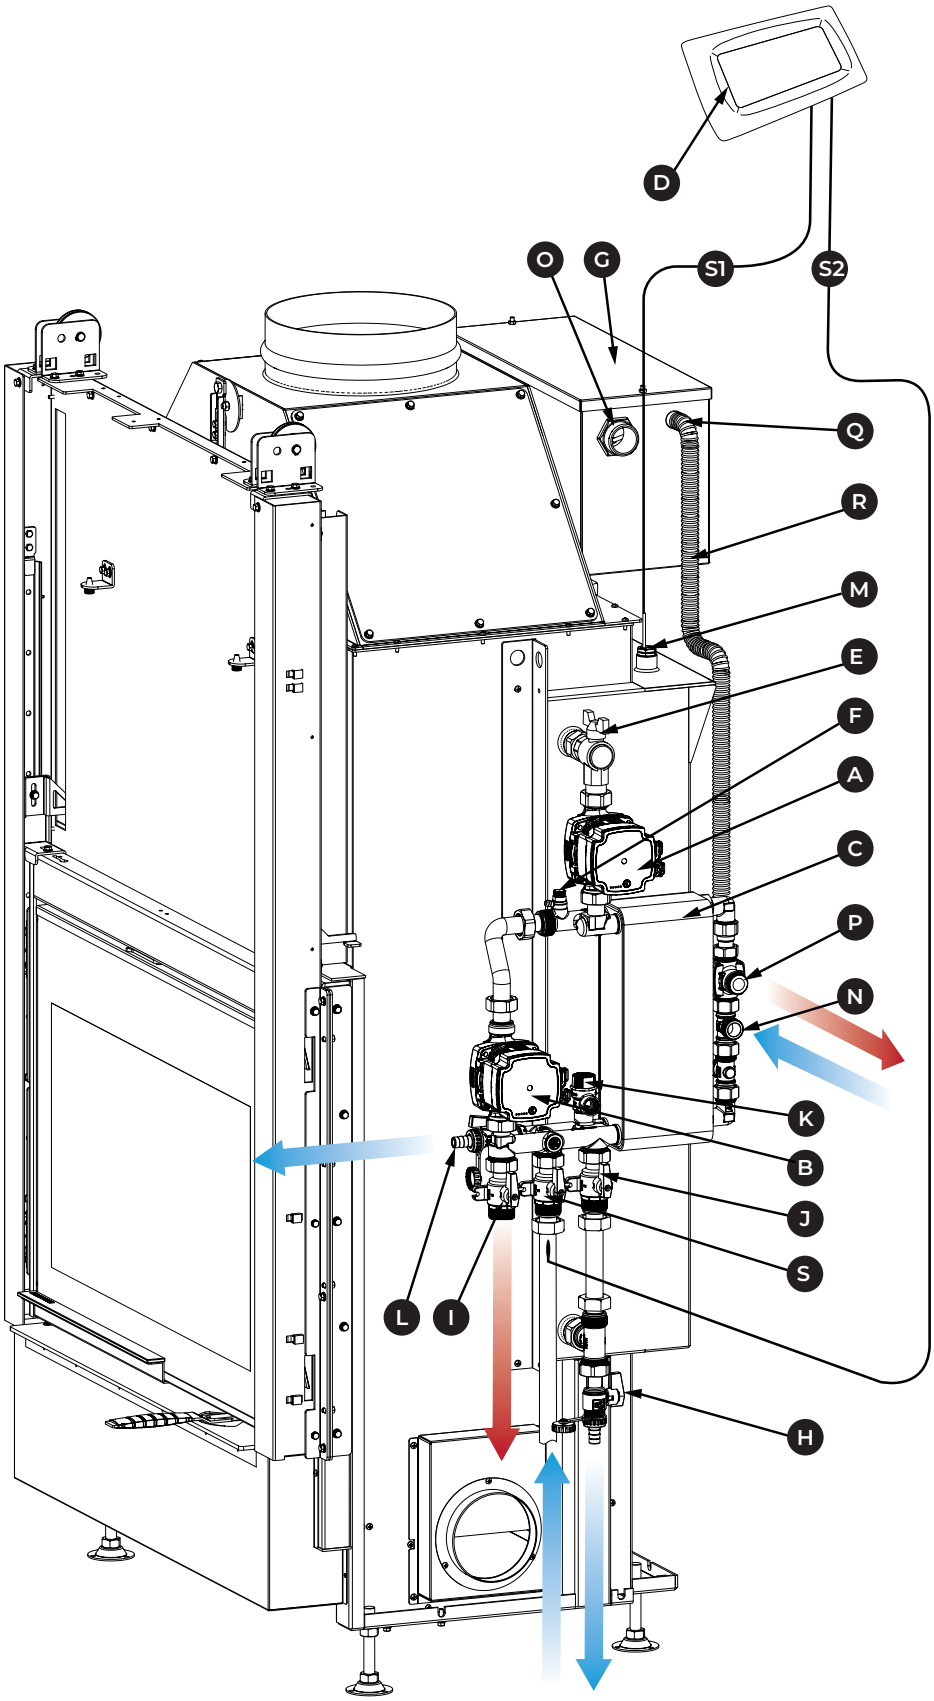

*Fig. 5.9a*
**Descripción de las conexiones hidráulicas i (Fig. 5.9a)**